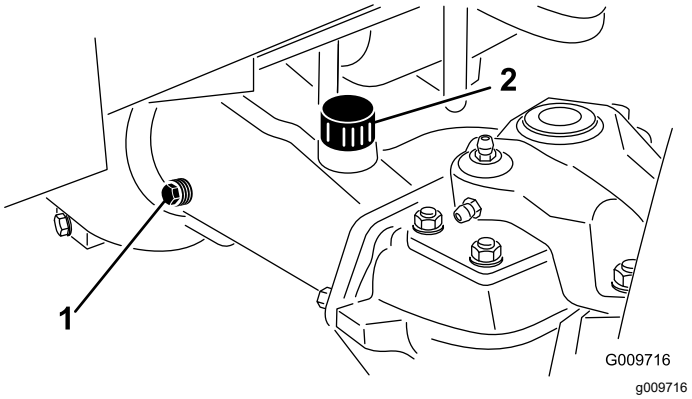

**Рисунок 106**
2. Снимите контрольную пробку с одного конца моста (Рисунок 106) и убедитесь, что масло доходит до низа отверстия. Если уровень низкий, снимите пробку заливного отверстия (Рисунок 106) и добавьте такое количество масла, чтобы довести его уровень до низа отверстия контрольных пробок.